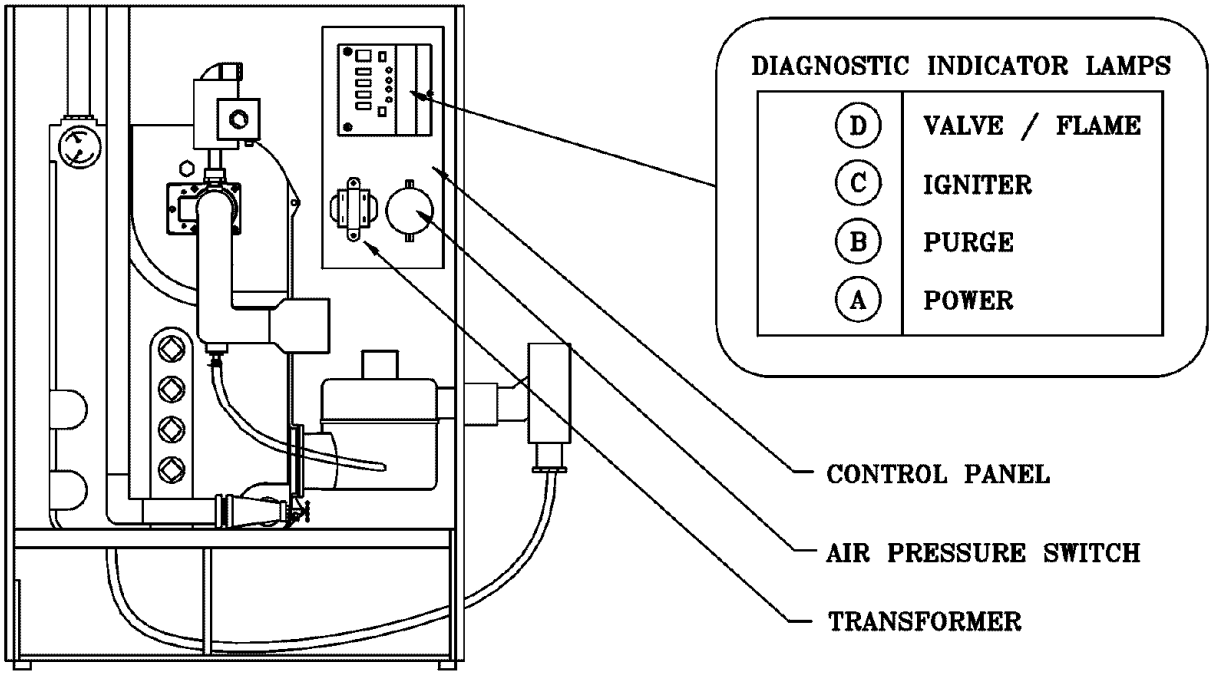

FIGURE 16 INDICATOR LAMPS
The 120 volt Hot Surface Igniter heats up to 1800 °F to initiate combustion of the gas in the burner. The igniter is mounted next to the burner through the gas/air mixer. The igniter also serves as a means for proving the main burner flame by flame rectification. In the event of a lack of flame signal on three (3) consecutive trials for ignition, the IBC will lockout. The “VALVE” and “FLAME” diagnostic indicator lamps (lamp “D” and “E” on the IBC, See Fig. 16) will blink indicating the failure mode as a lack of flame signal. The IBC is manually reset from lockout by either removing and reestablishing the thermostat’s call for heat, or by turning the service switch off, then back on.
As required, this boiler is equipped with a manual reset flame rollout safety shutoff means, which shuts off main burner gas in the event that the flow of combustion products through the flueways is reduced. In the event of blocked flueways, enough air will not be available to support combustion, and the S9301 Integrated Boiler Control (IBC) will lockout due to loss of adequate air flow (after 3 trials for ignition). The “PURGE” diagnostic indicator lamp (lamp “B” on the IBC, see Fig.16) will blink indicating the failure mode as a lack of adequate air flow. The IBC is manually reset from lockout by either removing and reestablishing the thermostat’s call for heat, or by turning the service switch off, then back on. If the boiler cannot be restored to normal operating condition by resetting the control, contact a qualified service agency to check heat exchanger flueways for blockage.
The sequence can be followed via the diagnostic indicator lamps on the Honeywell S9301A integrated boiler control in Fig. 16. This is the normal sequence of operation. A more detailed sequence of operation containing potential faults can be found in the service hints section.